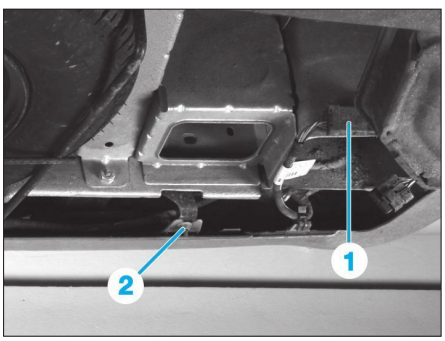

**Fig. 108**
• Débrancher le connecteur (1) du faisceau électrique **(Fig.108)**.
• Déposer les écrous (2) situés à chaque extrémités.